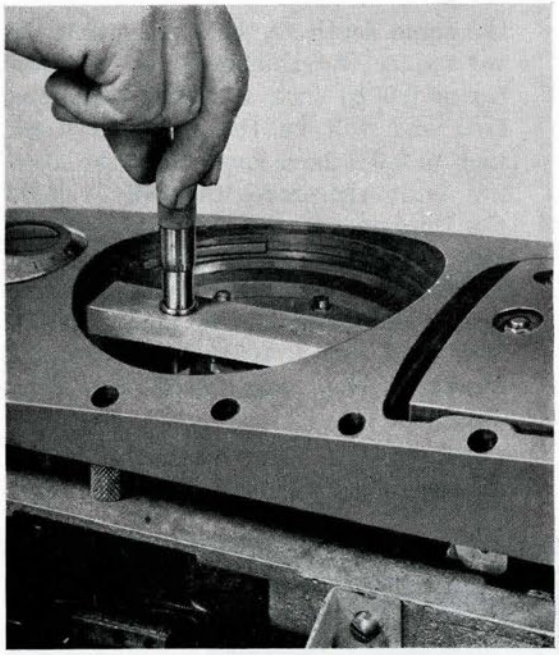

Figure 256
(1) Lock gyro. **(205A-246)**
(2) Place micrometer base across seat for gyro clamp plate in pot, locating it so that depth-gage spindle will line up with outer edge of gimbal-ring locking end. (See location at "N-1", Fig. 255). Note measurement carefully (Fig. 256). **(WE190A)**